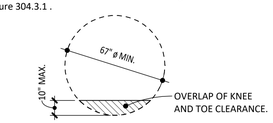

FIGURE 304.3.1.1 CIRCULAR TURNING SPACE, SIZE AND OVERLAP
3. The overlap shall be permitted only within the turning circle area shown shaded in Figure 304.3.1 .